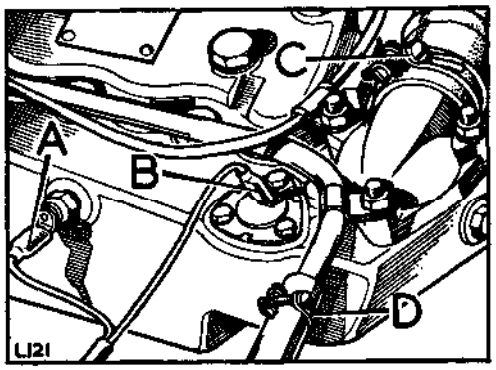

**Fig. A3-63. Cylinder head, RH side**
10. Refit the coolant hose, electrical leads and servo pipe. Fig. A3-63 refers.